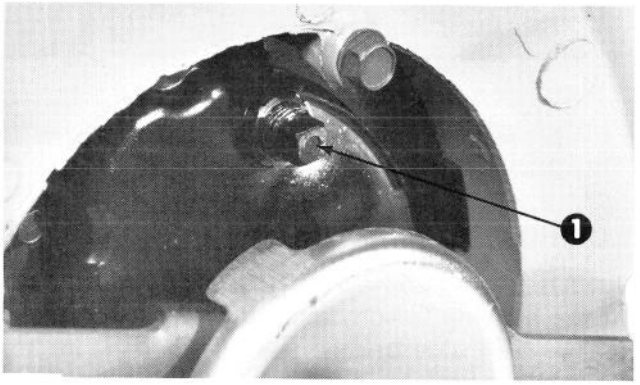

Figure 22
2. Tip mower on its left side (Fig. 22).
3. Remove drain plug (Fig. 22) and tip mower back to its normal position to drain oil.